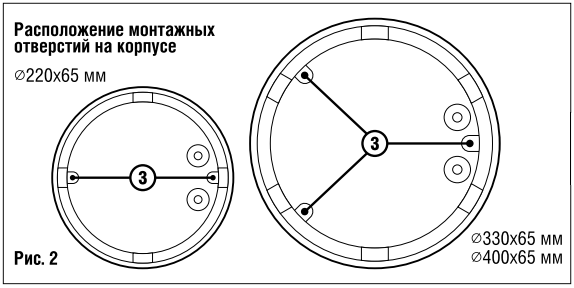
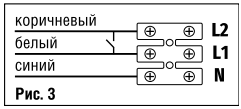

Рис. 2
Рис. 3
- Наметьте место будущей установки светильника и просверлите отверстия (расположение и количество монтажных отверстий (3) обозначено на Рис. 2).
- Установите гермовводы (в комплекте) в отверстия (4) и (7). Протяните кабель через гермоввод (4).
- Зачистите контакты сетевого кабеля и подключите провода к клеммной колодке (5) в соответствии с Рис. 3. Клемма L2 предназначена для реализации вкл/выкл светильника. Зафиксируйте кабель при помощи двух винтов (6).
- Зафиксируйте крышку со светодиодным модулем (2) при помощи винта (1) и установите плафон, зафиксировав его клипсами, установленными на корпусе.